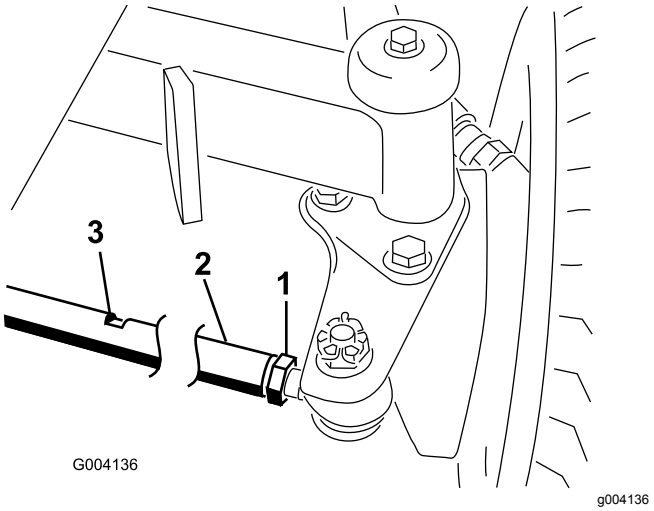

**Figur 93**
2. Lossa kontramuttern i båda ändar av dragstången (Figur 93).